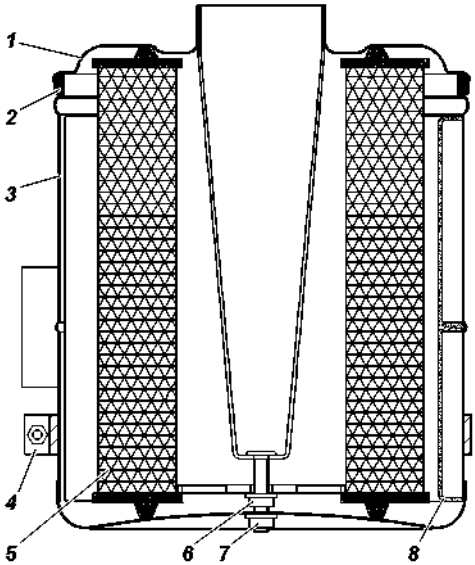

Рис. 9.10. Воздушный фильтр:
– отверните болт 4 (рис. 9.10), снимите хомут и воздушный фильтр;